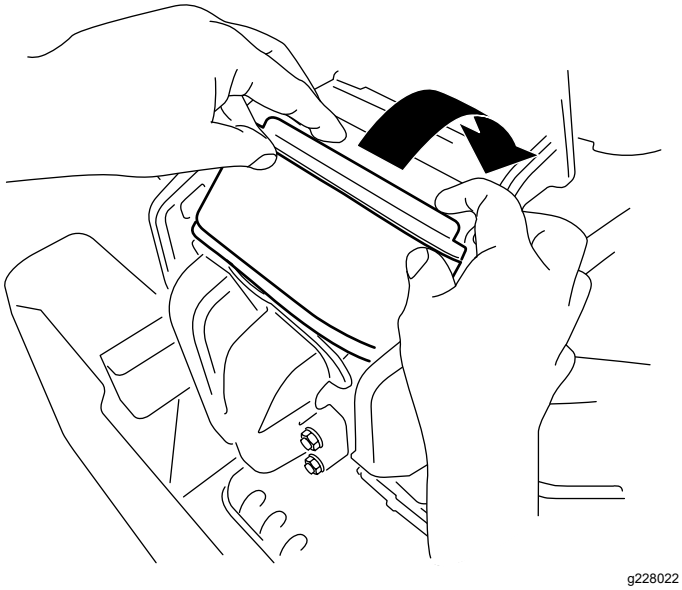

Figur 40
3. Vrid filtret ned i kammaren och fäst det ordentligt mot grenröret (Figur 40).